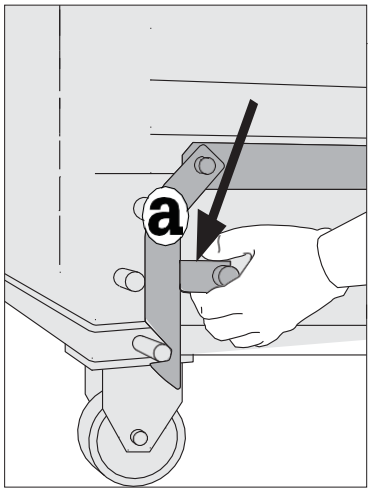

Bild 6.2.17
• 6.2.17 Setzen Sie das Sicherheitsschloss der Sicherungsvorrichtungen für den Boden **(a)** ein **(Bild 6.2.17)**.